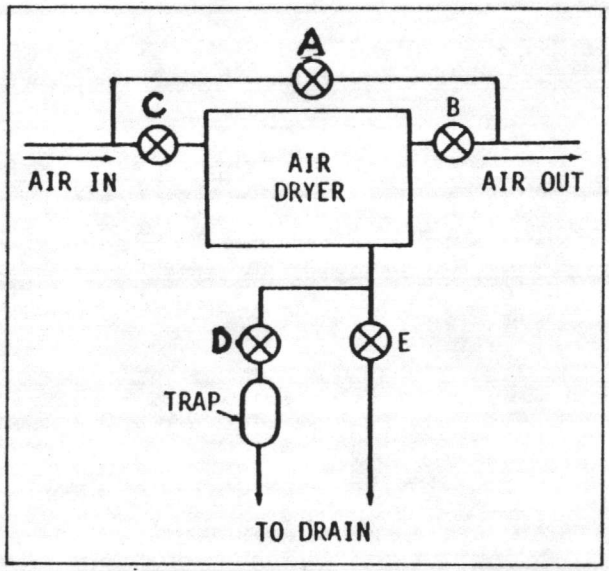

FIGURE 1. TYPICAL PIPING ARRANGEMENT
Piping - Install piping, fittings and accessory items as indicated in Figure 1. For bypass and isolating purposes, valves A,B, and C must be installed (not furnished). An automatic draintrap, preferably of the ball and float type, (std. 35 thru 400 must be installed in the drain line. For testing and isolating this trap for servicing purposes, valves D and E must be installed (not furnished).
Valves - To operate dryer all valves shown in Figure 1 are to be closed except valves (B), (C), and (D). Valve (A) used for by pass purposes; Valve (E) is for test and drain purposes.
2. Blow Down and Test Condensate Drainage System - Refer to figure 1 - Open test valve (E) occasionally to test operation of the automatic drain trap. Should water blow through the test valve, the automatic trap is inoperative and should be inspected and cleaned. To service trap, isolate it from the system by closing valve (D). Recheck the operation of the drain trap with the test valve after several days of operation.